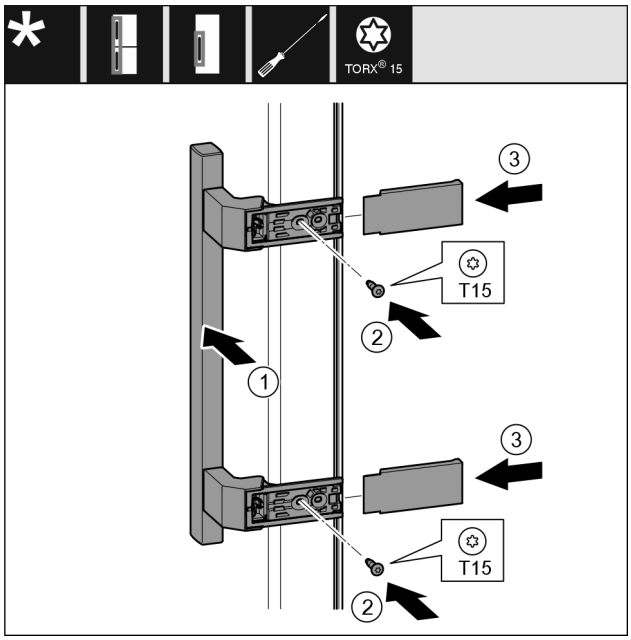

Fig. 34
▶ Breng het handvat *Fig. 34 (1)* aan de andere kant aan.
▶ Schroeven *Fig. 34 (2)* met een schroevendraaier vastschroeven.
▶ Plaats de afdekkingen *Fig. 34 (3)* op de zijkanten en schuif ze erop.